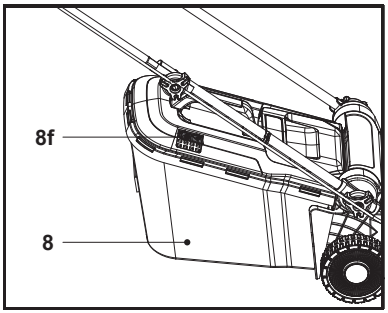

Rys. 10
1. Gdy klapka (8f) jest otwarta, w koszu na trawę (8) jest wystarczająco dużo miejsca na gromadzenie trawy (rys. 10).